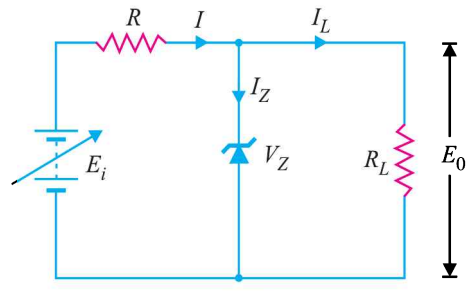

Fig. 6.60
3. Fixed R_L and Variable E_i. This case is shown in Fig. 6.60. Here the load resistance R_L is fixed while the applied voltage (E_i) changes. Note that there is a definite range of E_i values that will ensure that zener diode is in the "on" state. Let us calculate that range of values.